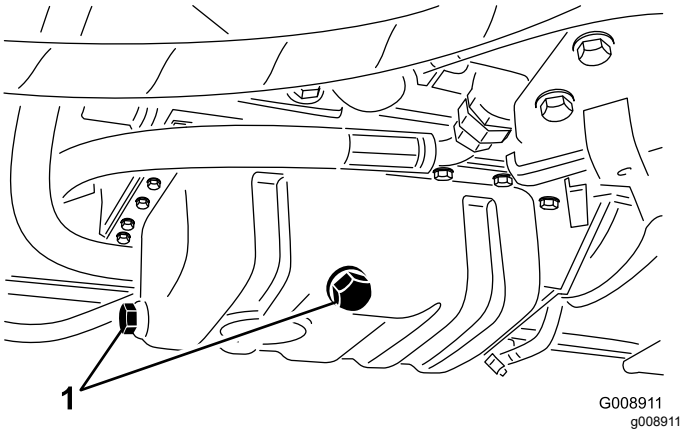

Rysunek 61
1. Wykręć jeden z dwóch korków spustu oleju (Rysunek 61) i odczekaj, aż olej spłynie do podstawionej wanienki, a następnie wkręć korek.